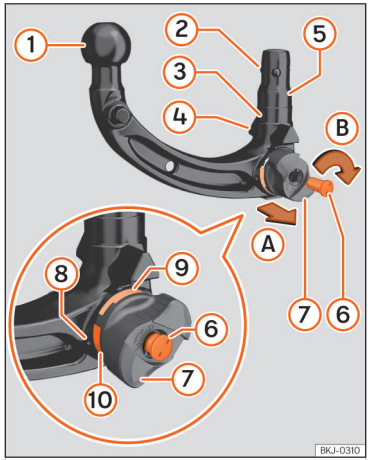

Abb. 153 Übersicht: Abnehmbare Anhängevorrichtung.
③ Auslöser (Kugel) für Verriegelung
④ Zentrierung
⑤ Schaft
⑥ Schlüssel
⑦ Schlüsselabdeckung
⑧ Handrad
⑨ Grüne Markierung an der Anhängevorrichtung
⑩ Rote Markierung am Handrad
3. Die Schlossabdeckung ››› (Abb. 153) ⑦ öffnen und den Schlüssel ⑥ in das Schloss stecken.
4. Den Schlüssel ⑥ entgegen dem Uhrzeigersinn drehen, bis der Pfeil auf dem Schlüssel auf das Symbol „Schloss geöffnet“ am Handrad ⑧ zeigt.
5. Die Anhängevorrichtung mit einer Hand festhalten. Mit der anderen Hand das Handrad ⑧ in Pfeilrichtung Ⓐ abziehen.
6. Das abgezogene Handrad ⑧ bis zum Anschlag in Pfeilrichtung Ⓑ drehen.
8. Das Handrad ⑧ lösen.